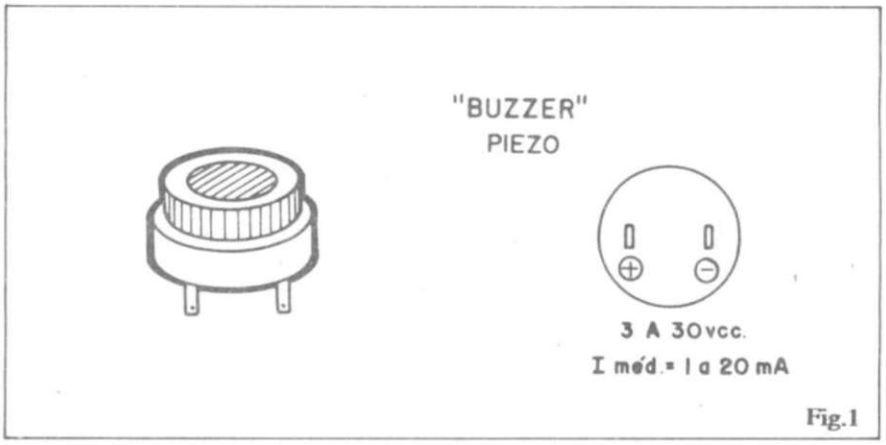

Fig.1
- **FIG. 1** - O "jeitão" de um **buzzer** piezo-elétrico comercial típico... É leve, pequeno (quase sempre um cilindrinho cuja maior dimensão não passa de uns 3 centímetros), geralmente dotado de um anel frontal de montagem, com rosca, que torna muito fácil sua instalação nas caixas e painéis. Atrás do "bichinho" (ou saindo de uma lateral, no caso dos terminais em "rabicho"...) ficam os terminais, forçosamente **polarizados** ("+" e "-"). Na verdade, os **buzzers** contém um pequeno e completo circuito oscilador de áudio, geralmente baseado em um ou dois transístores bipolares, mais uma cápsula de cristal (daí o nome **piezo** ...). As tensões de trabalho situam-se normalmente entre 3 e 30 volts C.C. (o que permite ampla faixa de utilização, por "bater" com as tensões de alimentação da grande maioria dos circuitos ou aplicações), e os requisitos de corrente dificilmente ficam fora dos limites que vão de 1mA a 20mA... O aspecto prático da "coisa" (que enfatiza o uso dos **buzzers** em muitos dos projetos...) é justamente esse: precisa-se, num determinado circuito, de um sinal sonoro qualquer, de volume razoável, mas não se quer "gastar" muito, em espaço, corrente e "tutu"... O **buzzer** "cai como uma luva" (expressão nova, essa...).